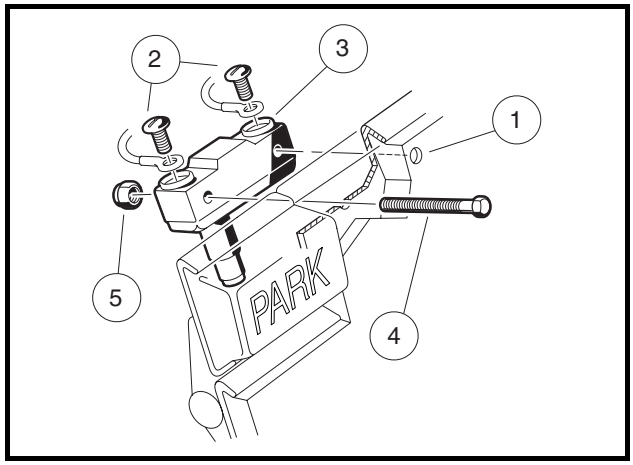
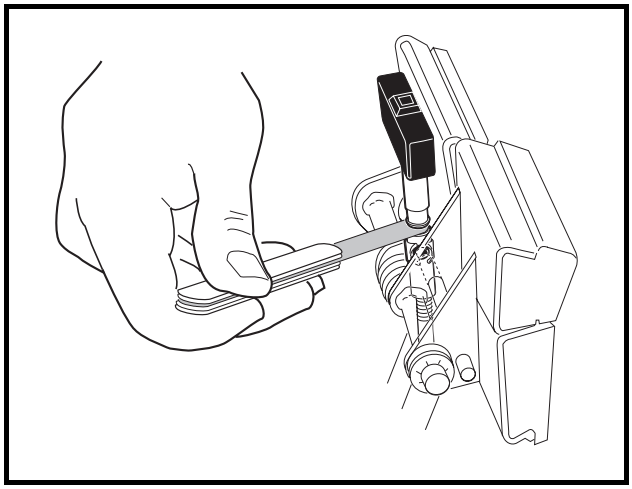

Figure 12-39 Park Brake Limit Switch
Figure 12-40 Mount Park Brake Limit Switch to Brake Pedal Using Feeler Gauge
3. Remove the screws (2) securing the wire terminals to the park brake switch (3) **(Figure 12-39, Page 12-34)**.
4. Remove the hex nuts (5) securing the limit switch to the brake pedal and remove the switch.
1. Secure the switch to the brake pedal with lock nuts (5) and hex-head machine screws (4) **(Figure 12-39, Page 12-34)**. Set the gap between the switch and the top of the park brake rod to no more than 0.030 of an inch (0.762 mm) **(Figure 12-40, Page 12-35)**. Tighten the mounting hardware to 10 in-lb (1.1 N·m).